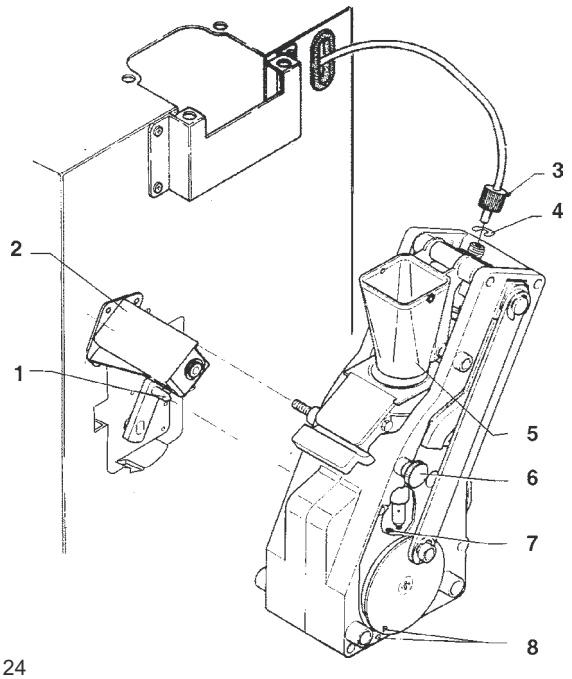

Рис. 24
- отсоедините шланг бойлера Teflon от верхнего поршня, будьте аккуратны, чтобы не повредить уплотнение (смотри Рис. 24);
- Отверните винты A и B, чтобы освободить емкость для кофе (смотри рис. 24);